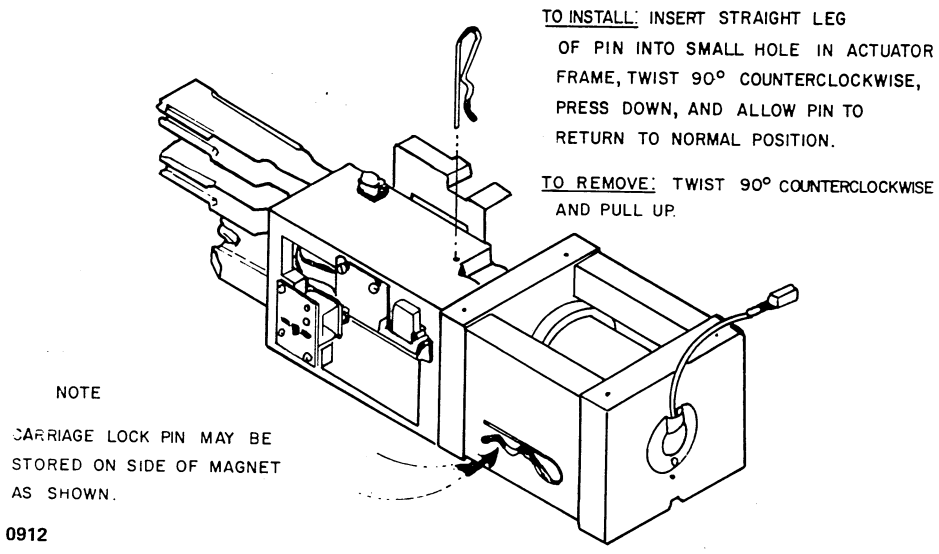

Figure 22-3. Carriage Lock Pin Location
5. Remove the carriage locking pin, and store it as shown in figure 22-3.